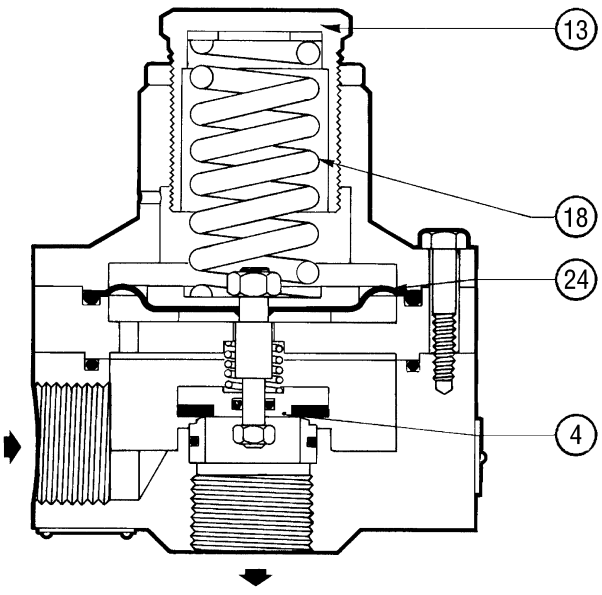

Fig. 4
La soupape d'échappement est un dispositif de sécurité qui relache à l'extérieur une certaine quantité de gaz lorsque la pression à l'endroit où est effectué le contrôle dépasse pression d'étalonnage suite à des circostances passagéres comme par exemple la fermeture de vannes de sectionnement durant un temps trés court et/ou une surchauffe du gaz avec un débit demande nul.L'évacuation du gaz à l'èxtérieur peut par exemple retarder ou éviter l'intervention du dispositif de sécurité pour des causes passagéres dues à un endommagement du détendeur. Naturellement, la quantité de gaz évacuée dépend de la grandeur de la surpression par rapport à l'étalonnage. Les différents modéles de soupapes d'échappement disponibles se basent tous sur le meme principe de fonctionnement qui est décrit ci-aprés lorsqu'on parle de la vanne VS/AM 56 (fig. 4).
3) Das Ansprechen des Sicherheitsabblaseventils überprüfen und gegebenenfalls Einstellung korrigieren. Die Einstellung erfolgt an der Regulierungskappe 1 (Abb. 4). Drehen im Uhrzeigersinn erhöht und gegen den Uhrzeigersinn senkt den Auslösewert.